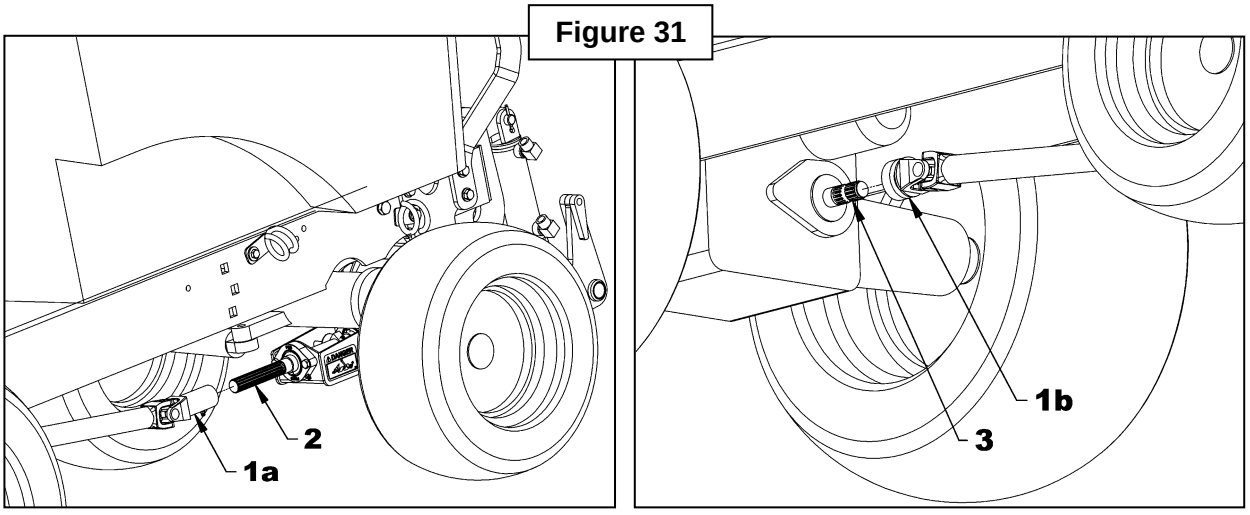

Figure 31
5. **Figure 31 :** Installer l'arbre à cardan fixe (item 1) à l'arbre de sortie du sous-châssis (item 2) et ensuite à la prise de force ventrale du tracteur (item 3).